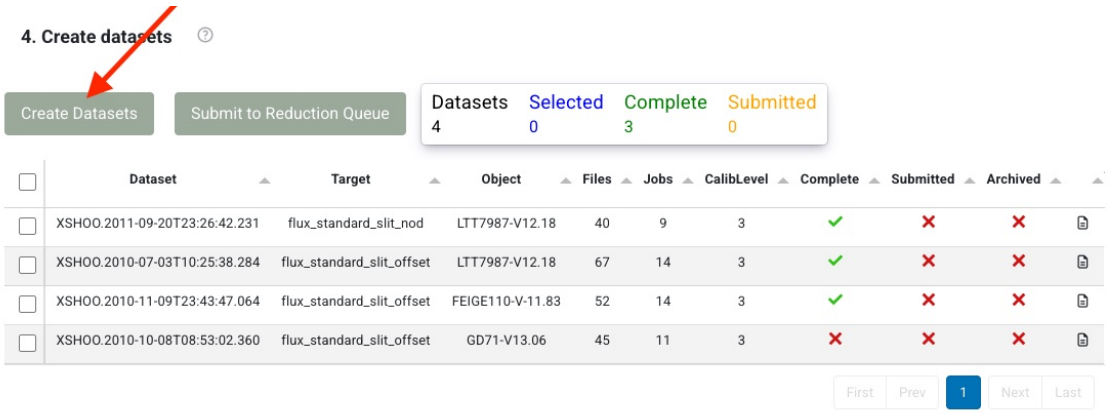

Figure 7: How to inspect the input data directory to create datasets.
4. Press ‘Create Datasets‘. A list of datasets appears, one line for each set of science data (Figure 7).